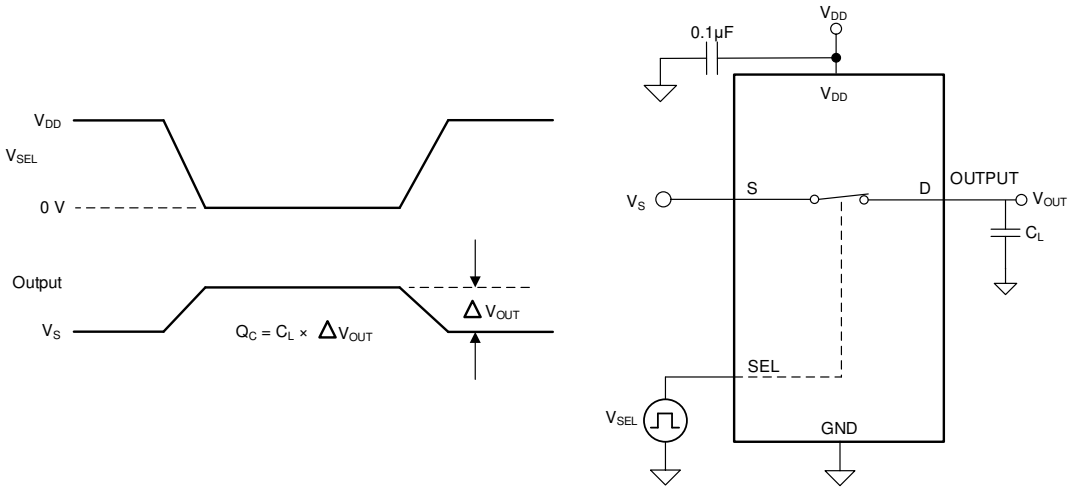

Figure 7-5. Charge-Injection Measurement Setup
The TMUX110x devices have a transmission-gate topology. Any mismatch in capacitance between the NMOS and PMOS transistors results in a charge injected into the drain or source during the falling or rising edge of the gate signal. The amount of charge injected into the source or drain of the device is known as charge injection, and is denoted by the symbol Q_C. Figure 7-5 shows the setup used to measure charge injection from source (S) to drain (D).